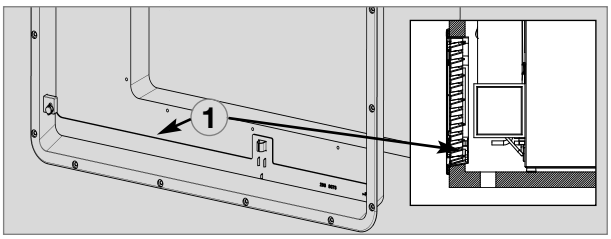

Fig. 16
Ventilation is provided for the unit by means of two apertures (ventilation grilles) in the caravan wall. Fresh air enters at the bottom, extracts the heat and exits through the upper vent grille (chimney effect). **The upper ventilation grille should be positioned as high as possible above the cooling unit (Fig. 11). Install the lower ventilation grille at floor level of the recess floor (Fig. 16)**, allowing unburnt gas (heavier than air) to escape directly into the open air. **The gas burner must be located above the edge (1) ..**